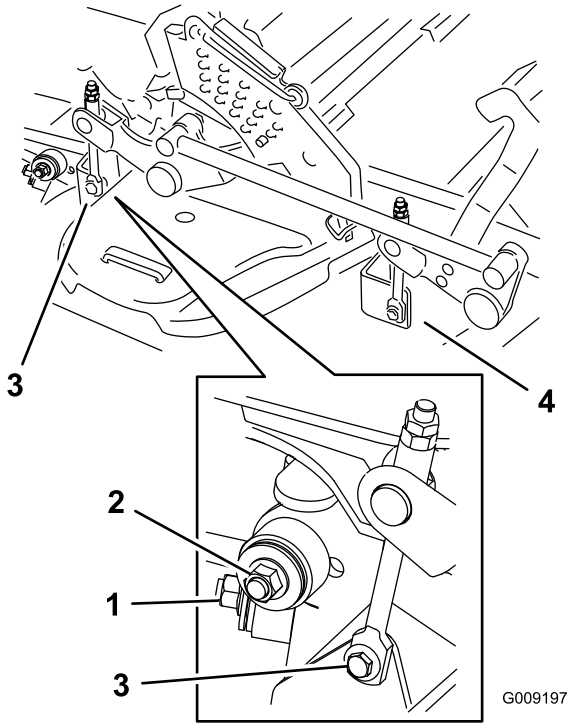

Figur 99
8. Fjern monteringsboltene/-møtrikkerne på begge sider af skjoldet som vist i Figur 99, og læg dem til side.